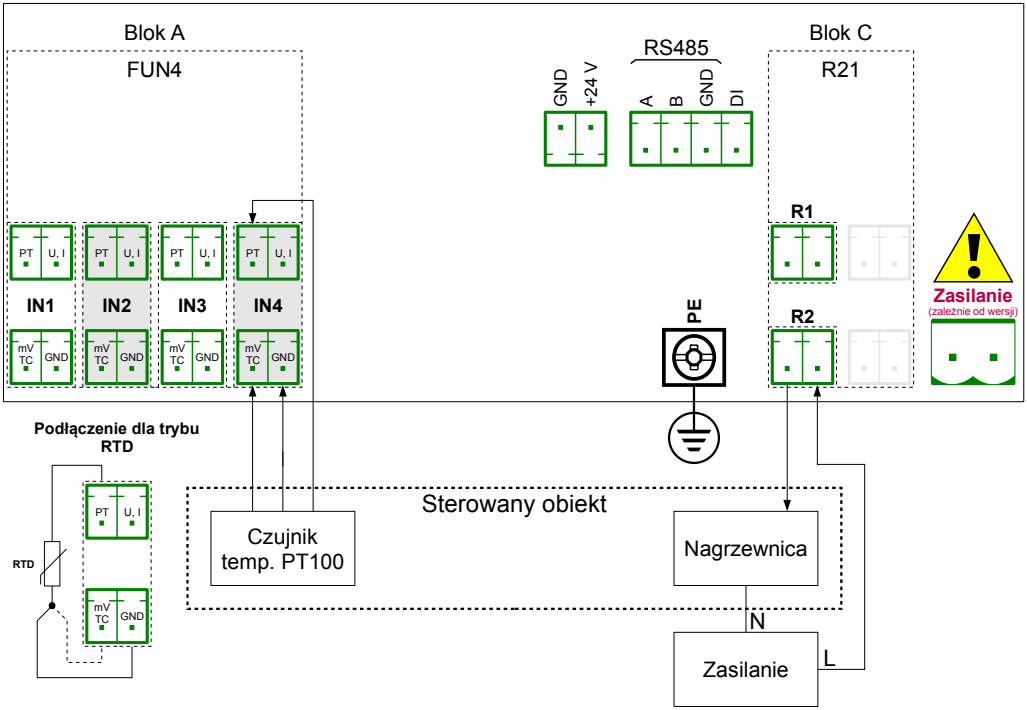

Rys. 7.105. Przykładowy sposób podłączenia do wejścia uniwersalnego w trybie RTD i wyjścia przekaźnikowego
Przed przystąpieniem do pomiaru temperatury i sterowania nagrzewnicą należy skonfigurować urządzenie, a następnie odpowiednio połączyć nagrzewnicę i zasilanie. Przykładowy sposób połączenia przedstawiono na **Rys. 7.105**.
Do sterowania temperaturą obiektu pokazanego na **Rys. 7.105** niezbędne jest skonfigurowanie jednego ***Kanału logicznego*** *oraz* ***Wyjścia przekaźnikowego***.
- parametr **Źródło** ustawiamy jako **Wej. A4: Uniwersalne** (patrz **Rys. 7.105**),
– używając strzałek w górnym prawym rogu wybieramy odpowiednie wyjście, do którego jest podłączona nagrzewnica. Dla naszego przykładu jest to wyjście o nazwie **Wyj.C2 : Przekaźnik** (patrz **Rys. 7.105**),